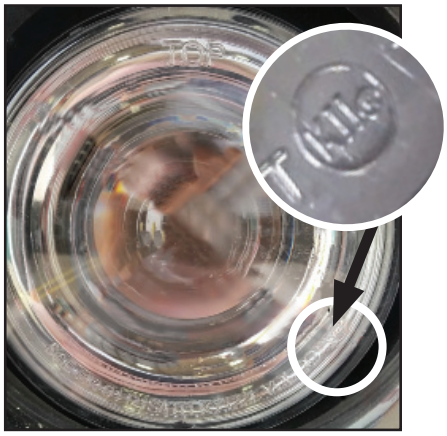

Figure 1
4. Inspect each of the (2) high beam and (2) low beam headlamp lenses to determine whether or not it should be replaced.
a) Headlamp lenses embossed with the "Kaper II" trademark logo as shown in Figures 1 and 2 are defective and will need to be replaced.